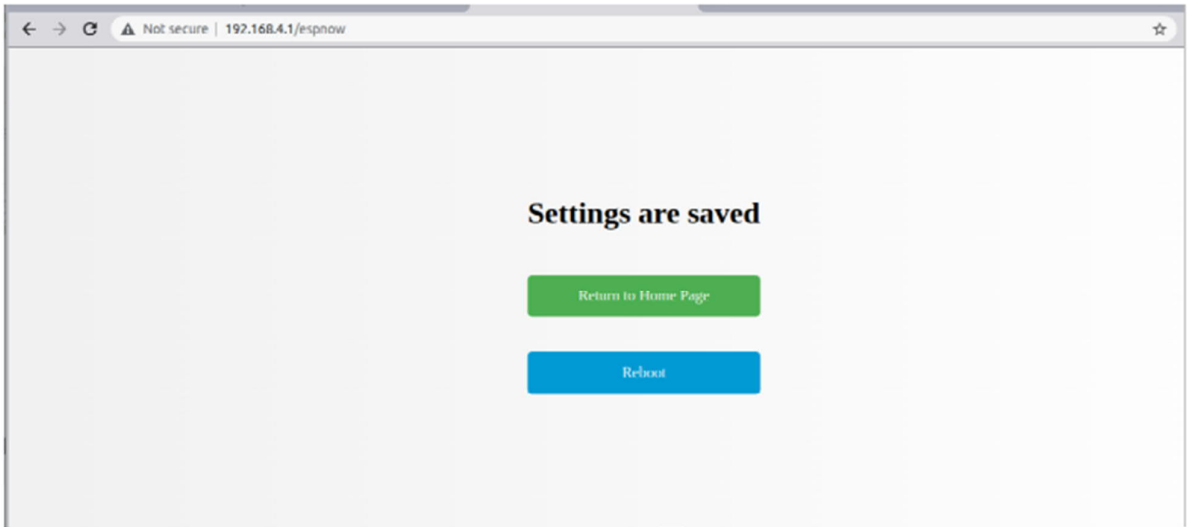

Figure 4.13
4.7.12.10. ***Step 6***: Select Reboot to apply configuration changes; See Figure 4.13